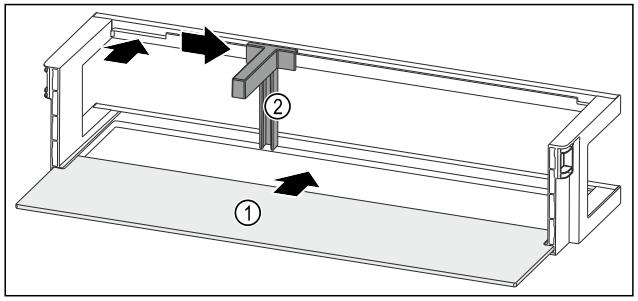

Fig. 139 Durvju plaukts ar plauktu
- ▶ Iebīdiet plauktu *Fig. 139 (1)* sānu padziļinājumos.
- ▶ Ievietojiet pudeļu turētāju *Fig. 139 (2)* padziļinājumā.
- ▶ Pabīdiet pudeļu turētāju *Fig. 139 (2)* vajadzīgajā pozīcijā uz sānu.